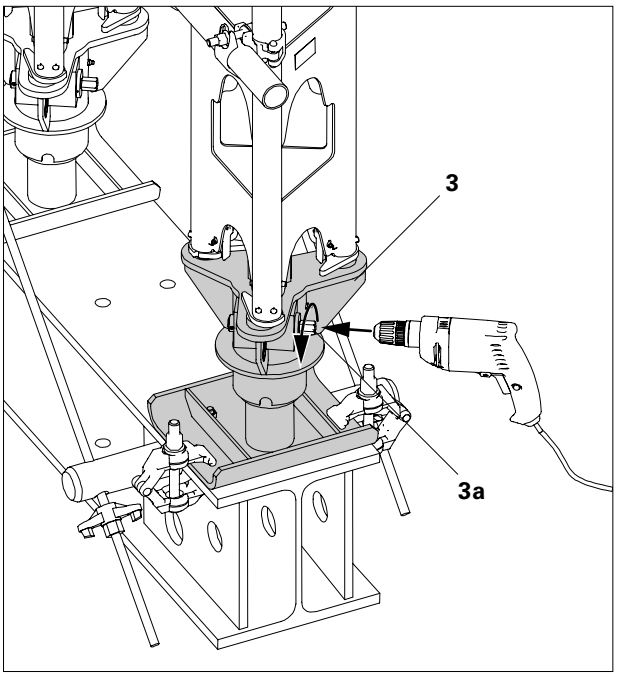

Fig. A4.01
1. Loosen the Push-Pull Props (5), but do not remove.
2. Release the HD Props (10) one by one in accordance with the lowering plan by turning the hexagonal bolt (3a) in a counterclockwise direction. (Fig. A4.01)